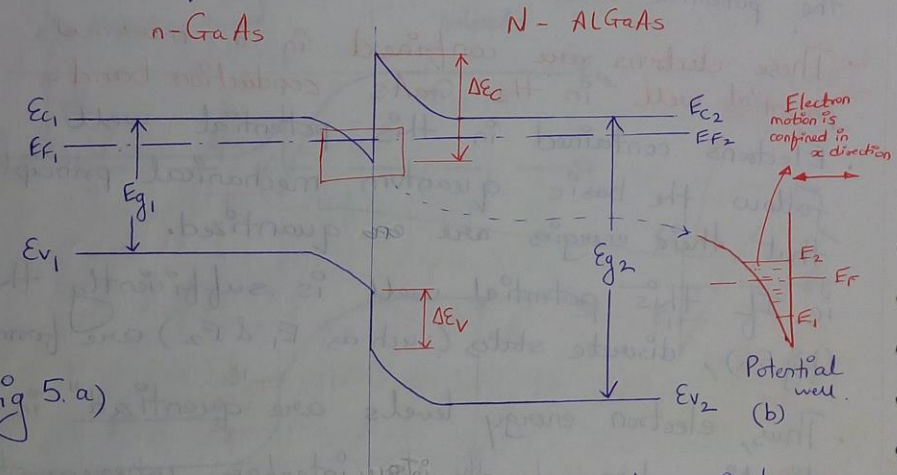

fig 5. a)
a) EBD of an nN GaAs-AlGaAs heterojunction in thermal equilibrium in shown in fig 5.a)